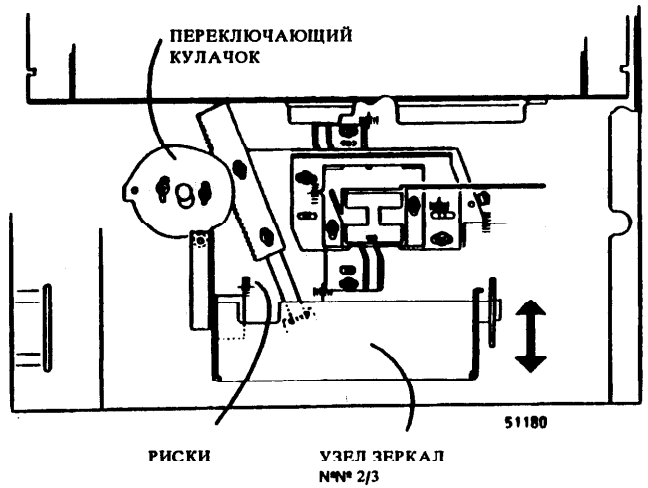

Рис.2 Перемещение узла зеркал №№ 2/3
6. (Рис. 2): передвинуть узел зеркала № 2/3 на одну риску влево или вправо от длинной центральной риски; затянуть винты.